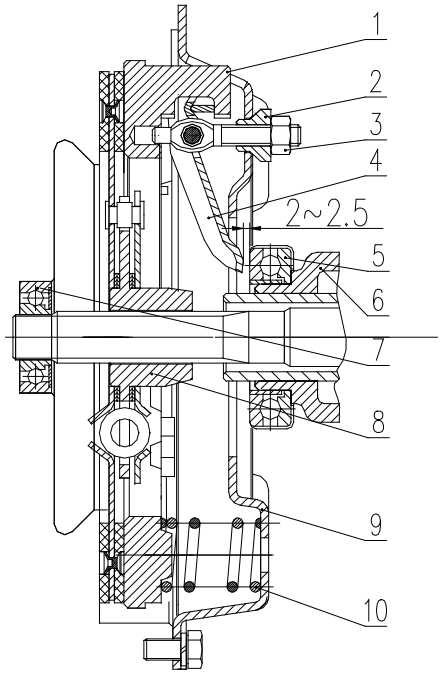
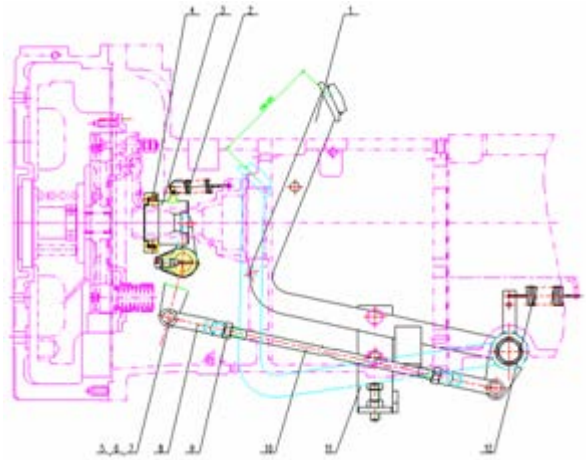
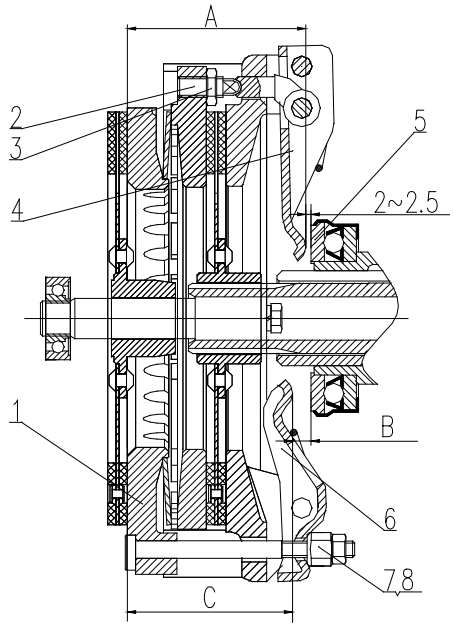

Fig.5-1 Single-action clutch
Fig.5-2 Clutch maneuvering system schematic
Fig.5-3 Double-acting Clutch
Firstly loosen the lock nut 3 on the release lever (see fig.5-1). Then rotate the adjusting screw 2 to make sure the distance between working face of three release levers 4 and clutch pressure plate 1 shall be (45±0.125)mm, finally lock with nut 3. Adjust the clutch front fork 4 (see figure 5-2) to ensure the free travel of clutch pedal is（4-5.5）mm, ensure the clearance A between working face of release lever 4 and end face of release bearing 5 is (2-2.5)mm (see the right figure); after that, lock the nut 5.
Loosen the lock nut 1(see fig.5-2, unit: mm) and rotate the limit screw 2 to keep the work travel of release rocker arm 3 within (30-35) mm. Finally secure the lock nut 1.
Firstly loosen the lock nut 3 on the adjusting screw 2 (see fig.5-3). Then rotate the adjusting screw 2 to make sure the working face distance between 3-main clutch release lever 4 and clutch pressure plate 1 should be (86.5±0.2)mm (for 25-28 horsepower type), or A=（101.5+0.2）mm (for 30-32 horsepower type). Finally secure the lock nut3.Firstly loosen the nut7, 8 and rotate the adjusting nut 8 to make sure the working face distance between auxiliary clutch release lever 6 and clutch pressure plate 1 should be C=(78.5+0.2)mm (for 25-28 horsepower type), or C=（93+0.2）mm (for 30-32 horsepower type). Finally secure the nut 8.Adjust the clutch front fork 4 (see fig.5-2) to ensure the free travel of clutch pedal is（20~25）mm. After that, lock the nut 5 (see fig.5-2).
Loosen the lock nut 1(see fig.5-2) and rotate the limit screw 2 to keep the work travel of release rocker arm 3 within (40-45) mm. Finally secure the lock nut 1.
(1) To avoid the oil droplet is contaminated on the friction lining, frequently screw out the drain plug beneath the flywheel housing to drain the dirty oil leaked into the engine and transfer case. If leaking is serious, please timely troubleshoot. If necessary, use gasoline (or kerosene) to clean the friction lining.
(2) To prevent and avoid the wear of friction lining, the clutch should be frequently maintained and adjusted. Do not release and engage the clutch at will. When releasing the clutch, fast depress the clutch to floor. Never work with clutch semi-engaged to avoid damage of clutch.
(3) Never work with clutch poorly adjusted. This could accelerate the wear of clutch friction lining and even burnout.
(4) When installing clutch, fill up the bearing 7(see fig.5-1) and chamber in release bearing block 6 with lithium base grease. When dismantling the clutch, please check whether the release bearing 5 is lack of lubricant. If so, put the bearing into heated molybdenum disulfide base grease to let the grease penetrate into bearing. When the grease cooling down, take it out and carry out installment. Do not clean the release bearing by putting it into gasoline or diesel to avoid the grease in the bearing is washed away. Otherwise, refill the grease.